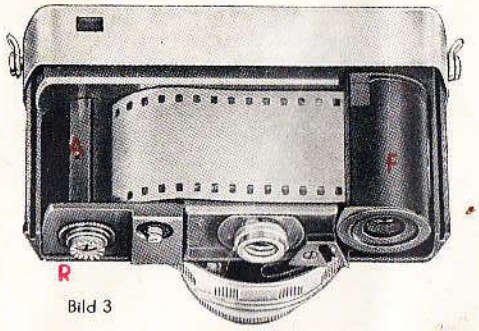

Bild 3
2. Herausragendes Ende unter die Feder der Aufwickelspule (*A* Bild 3) schieben.